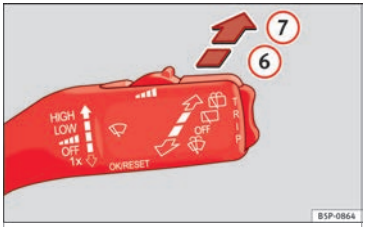

Fig. 71 Windscreen wiper lever: rear window wiper.
– Press the lever forward to position (6) ››› Fig. 71. The wiper will wipe the window approximately every 6 seconds.
– Press the lever fully forwards to position (7) ››› Fig. 71. The rear wash function will start immediately and the wiper will start a few seconds later. The rear window wash system will function as long as you hold the lever in this position.